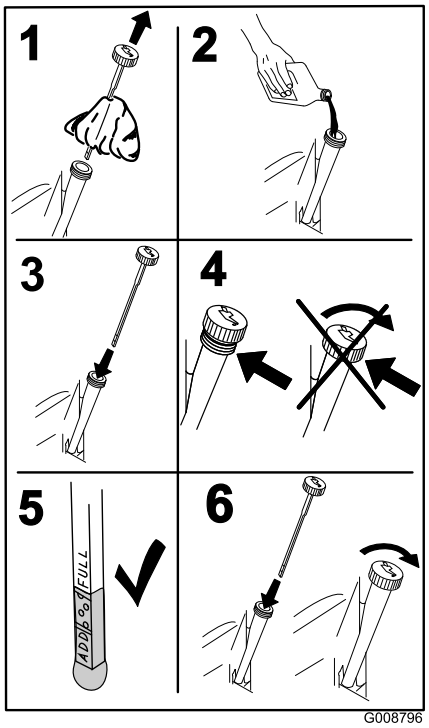

**Figuur 52**
5. Giet langzaam ongeveer 80 % van de gespecificeerde olie in de vulbuis en voeg langzaam de rest van de olie toe tot het peil de markering **Vol** bereikt (Figuur 52).